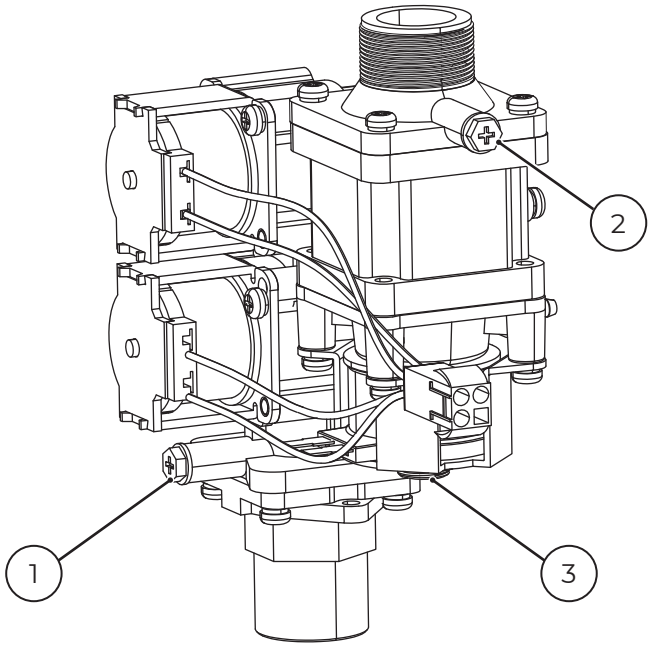

Рис. 27. Газовый клапан.
Проверка осуществляется U-образным или электронным манометром на отключённом котле. Для измерения необходимо использовать патрубок на газовом клапане рис. 27. После измерения обязательно закройте винт-заглушку.
4. Для котлов мощностью 10, 12, 14 кВт после электронной регулировки необходимо откорректировть значение максимального давления газа с помощью винта 3 рис. 27.
4. Для котлов мощностью 10, 12, 14 кВт после электронной регулировки необходимо откорректировать значение максимального давления газа с помощью винта 3 рис. 27.